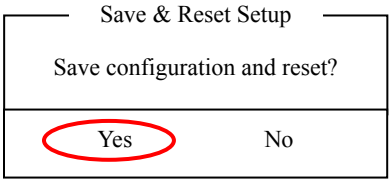

Figure B.2.3-10 Save & Exit Confirmation message 1
(7) The procedure differs whether the setting was changed in step (5) or not.
(a) If the setting was changed in step (5), select [Save Changes and Reset] and press [Enter] key. The Save & Exit confirmation message 1 is displayed as shown in Figure B.2.3-10.